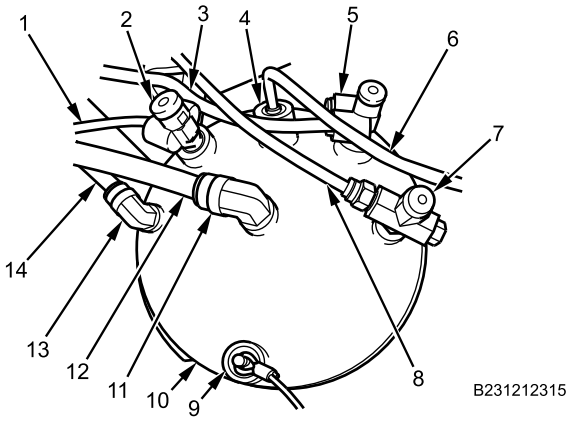

Figure 9. Primary Tank Air Lines and Fittings.
1. Disconnect supply-to-primary tank GREEN air line (Figure 9, Item 6) from primary air tank (Figure 9, Item 10).
2. Remove supply air tank check valve (Figure 9, Item 4).
3. Disconnect BLACK air line (Figure 9, Item 8) from supply air tank pressure protection valve (Figure 9, Item 7).
4. Remove supply air tank pressure protection valve (Figure 9, Item 7) from primary air tank (Figure 9, Item 10).
5. Disconnect BLUE air line (Figure 9, Item 3) from supply air tank pressure protection valve (Figure 9, Item 5).
6. Remove supply air tank pressure protection valve (Figure 9, Item 5) from primary air tank (Figure 9, Item 10).
7. Discard supply air tank pressure protection valve (Figure 9, Item 5).
8. Disconnect large GREEN air line (Figure 9, Item 12) from supply air tank angle metal fitting (Figure 9, Item 11).
9. Remove supply air tank angle metal fitting (Figure 9, Item 11) from primary air tank (Figure 9, Item 10).
10. Disconnect small GREEN air line (Figure 9, Item 14) from supply air tank angle metal fitting (Figure 9, Item 13).
11. Remove supply air tank angle metal fitting (Figure 9, Item 13) from primary air tank (Figure 9, Item 10).
12. Disconnect WHITE air line (Figure 9, Item 1) from supply air tank pressure protection valve (Figure 9, Item 2).
13. Remove supply air tank pressure protection valve (Figure 9, Item 2) from primary air tank (Figure 9, Item 10).
14. Discard supply air tank pressure protection valve (Figure 9, Item 2).
15. Remove supply air tank drain (Figure 9, Item 9) from primary air tank (Figure 9, Item 10).